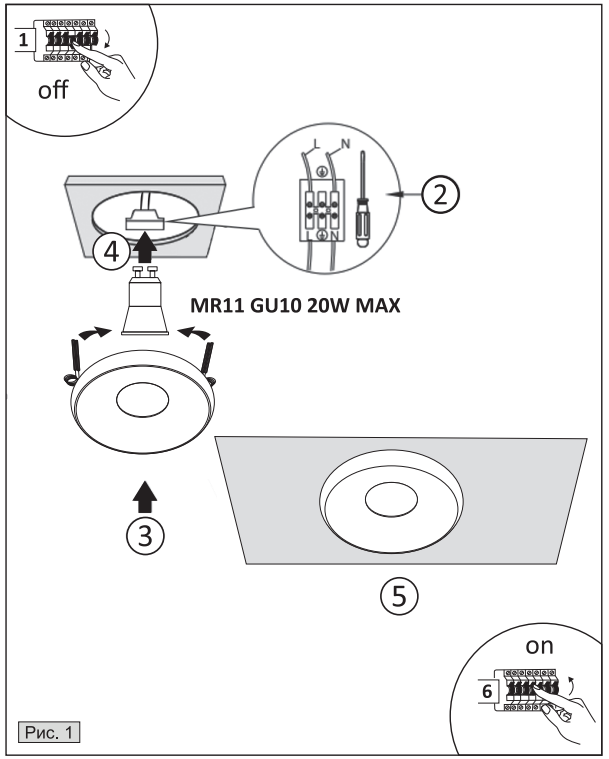

Рис. 1
2. Для крепления встраиваемого светильника выполните разметку на потолке и подготовьте врезное отверстие (Рис. 1).